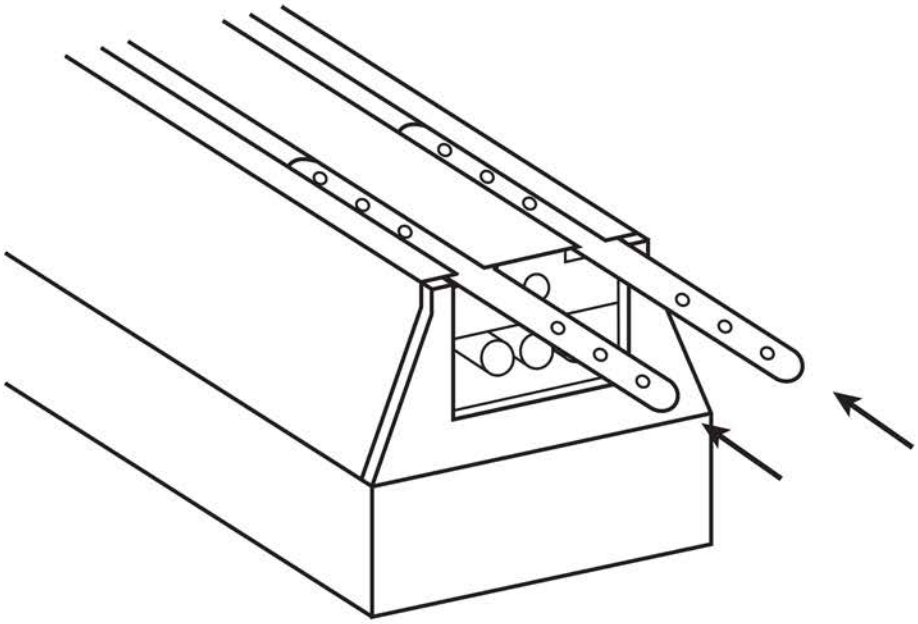

Рис. 10
5.6.2 Вставьте соединительные планки в пазы на тыльной стороне светильника (см. рисунок 10).